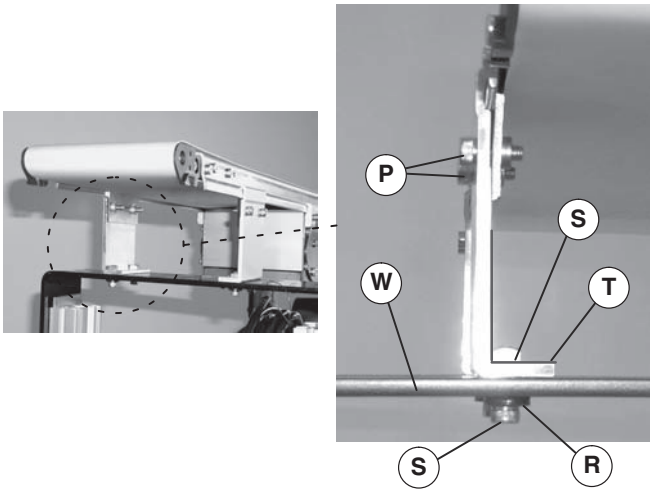

Figure 11
6. Attach stand mounting bracket (Figure 11, item T) to stand (W) with two screws (Q), hard washers (R) and square nuts (S). Tighten screws (Q) to 80 in-lb (9 Nm).